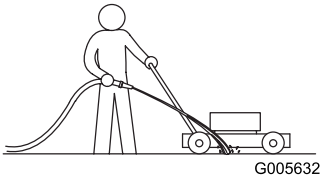

Figur 36
1. Mens plæneklipperen står på en plan flade og motoren kører, skal du sprøjte en vandstråle ind foran det højre baghjul (Figur 36).